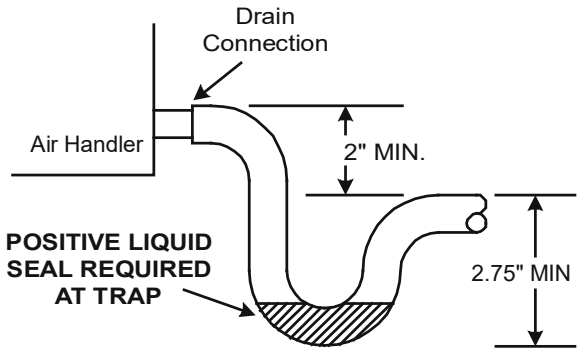

**Figure 17**
**NOTE: Some installation may require a field fabricated or field supplied secondary drain pan under the coil cabinet enclosure. The installation must include a "P" style trap that is located as close as is practical to the evaporator coil See Figure 17 for details of a typical condensate line "P" trap.**